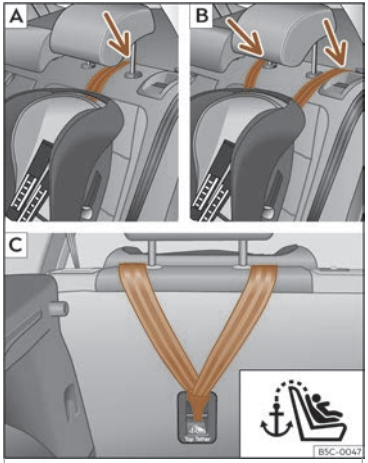
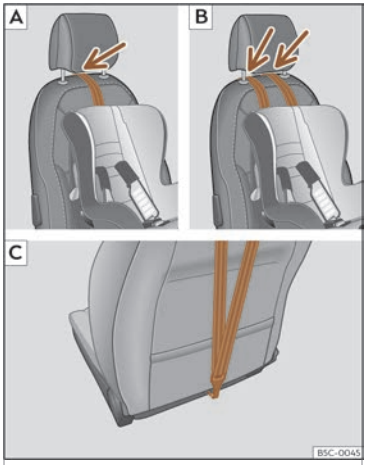

Fig. 29 Seients posteriors:ajust i muntatge en funció del cinturó Top Tether.
Fig. 30 Seient de l'acompanyant:ajust i muntatge en funció del cinturó Top Tether.
- Col·loqueu la corretja per sota del reposacaps (en funció de les instruccions de la cadira, aixequeu o retireu el reposacaps si és necessari)››› **fig. 29** A/B,››› **fig. 30** A/B.
- Feu lliscar la corretja i fixeu-la correctament amb l'ancoratge de la part posterior del respatller››› **fig. 29** C,››› **fig. 30** C.